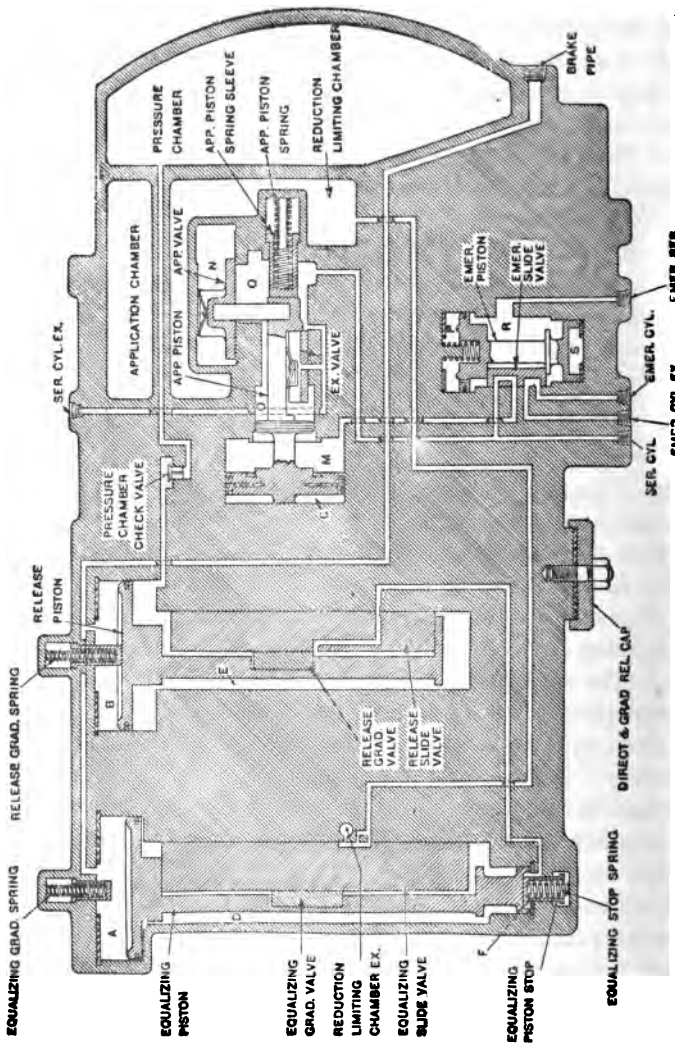
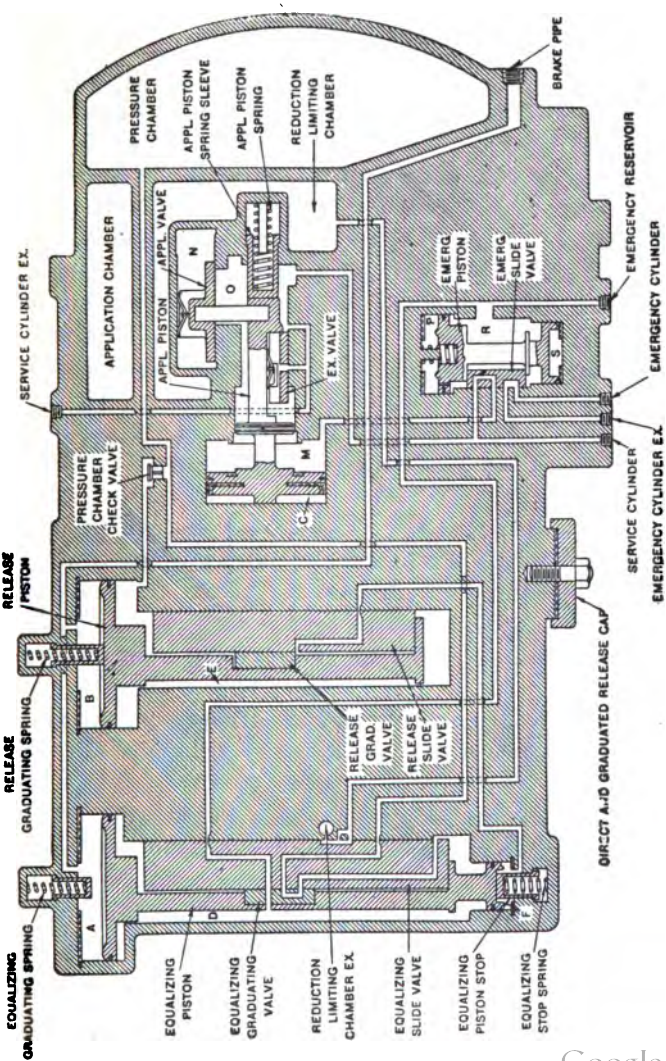

FIG. 132. PRELIMINARY SERVICE POSITION.
FIG. 133. SECONDARY SERVICE POSITION.
Q. After the equipment is fully charged and a service reduction of brake-pipe pressure is made, what occurs in the control valve? (See Figs. 132 to 134.)
A. The pressure in chambers *A* and *B* will be reduced below that in chambers *D* and *E* tending to force the pistons and their valves upward. But since the chamber *F*, below the equalizing piston, is open to the atmosphere, through the release slide valve and the emergency piston exhaust, the release piston will move first upward until it strikes the graduating spring sleeve. There is a small amount of lost motion between the release piston and graduating valve, and a somewhat greater lost motion between the piston and the slide valve, so that during the first upward movement of the piston, the slide valve remains in its release position keeping chamber *F* open to the atmosphere, which insures that the equalizing piston will not move upward until after the release piston. Thus the release piston first moves upward as above described to *preliminary service* position, closing feed groove *i*, and the port leading from the *application chamber* to the atmosphere. It also closes the connection between chamber *F* and the atmosphere and makes connection between that chamber and chamber *E*. (See Fig. 132.) This results in permitting air from the *pressure chamber* to raise the pressure-chamber check valve and flow to chamber *F*, balancing the pressures in chambers *F* and *D* above and below the small end of the equalizing piston. This permits the equalizing piston to move upward until the shoulder on the piston stem strikes the slide valve, as shown in Fig. 133, when a connection is momentarily made between the emergency reservoir and chamber *D*, which prevents a drop in pressure in that chamber due to the upward movement of the equalizing piston. (The volume of